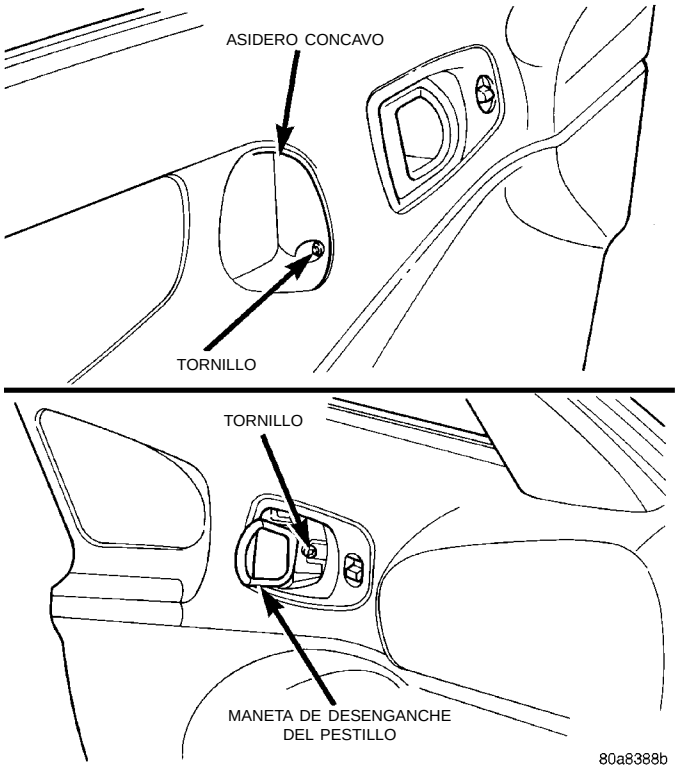

Fig. 45 Panel tapizado de la puerta trasera
(1) Libere el pestillo de la puerta y abra la puerta.
(2) Baje el vidrio de la ventanilla.
(3) Retire la manivela reguladora de la ventanilla.
(4) Retire el tornillo del interior del asidero cóncavo del reposabrazos.
(5) Retire el tornillo de detrás de la maneta interior de liberación del pestillo (Fig. 45).
(6) Desenganche los dispositivos de fijación que sujetan el tapizado al panel de la puerta, alrededor del perímetro del panel tapizado.
(7) Desenganche el panel tapizado de la canaleta de retención en el burlete interior de la parte superior de la puerta, levantándolo y sacudiéndolo suavemente.
(8) Incline la parte superior del panel tapizado separándolo de la puerta y desenganche el collarín que sujeta la varilla del pestillo a la maneta.
(9) Separe la varilla del pestillo de la maneta.
(10) Separe el panel tapizado de la puerta.